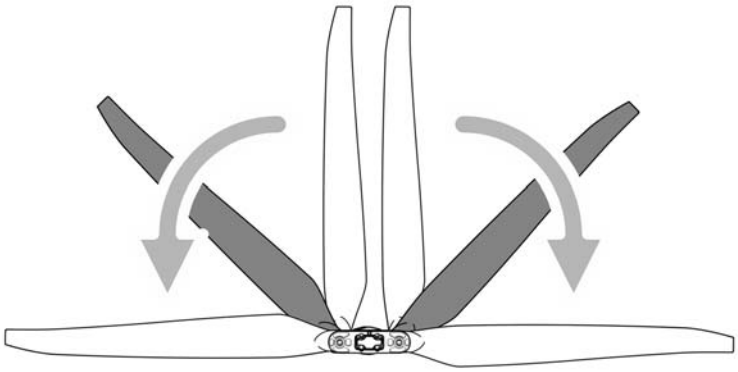

Figure 1-35 Unfold the Propellers
Step5： Unfold the propellers to 180°, as shown in Figure 1-35.